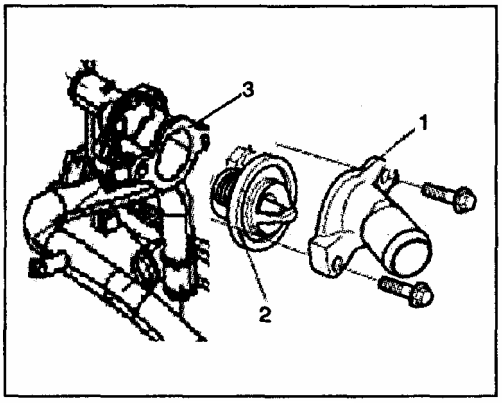

Рис. 281
3) Снимите крышку термостата (Рис. 281).